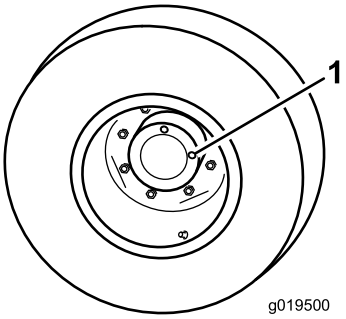

Figuur 57
1. Plaats de machine op een egale ondergrond en zet het wiel zodanig dat 1 controleplug zich bovenaan (op 12 uur) en de andere zich rechts (op 3 uur) bevindt (Figuur 57).
1. Controle-/aftapplug (2)
2. Verwijder de rechtse controleplug (Figuur 57).